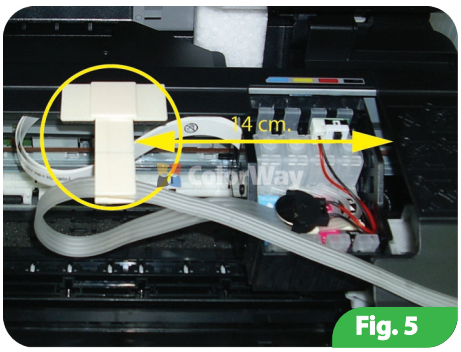

Fig. 5
4.5. Antes de utilizar la cinta adhesiva de doble cara, desengrase el lugar con líquido que contenga alcohol. Con tiempo, el adhesivo de la cinta del soporte puede perder sus propiedades y mantener y soltarse, si esto pasa, fijelo con los medios improvisados de montaje (pegamento). Coloque el soporte del tubo de silicona en forma de T en la impresora (14 centimetros del borde derecho) como se muestra en la figura (Fig. 5), (trate responsablemente a este procedimiento, el soporte debe estar bien fijado).